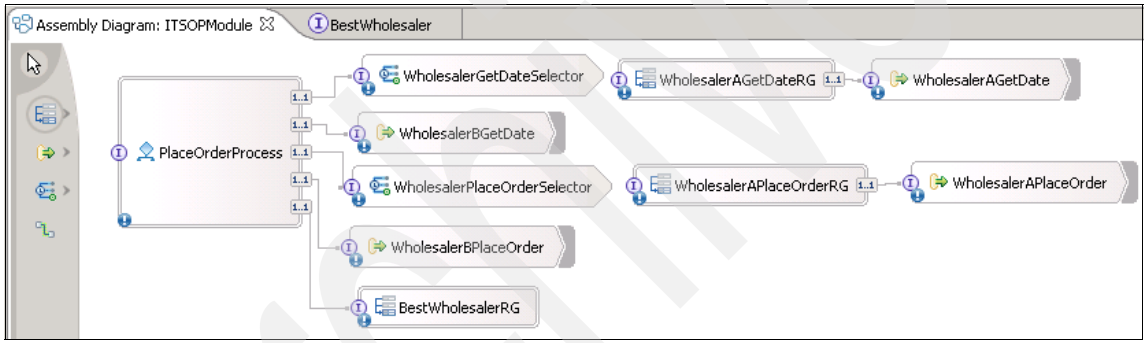

Figure 12-11 The completed assembly diagram
6. The wiring in the Assembly Editor is now complete. Save the assembly diagram. Figure 12-11 shows how the diagram should look.